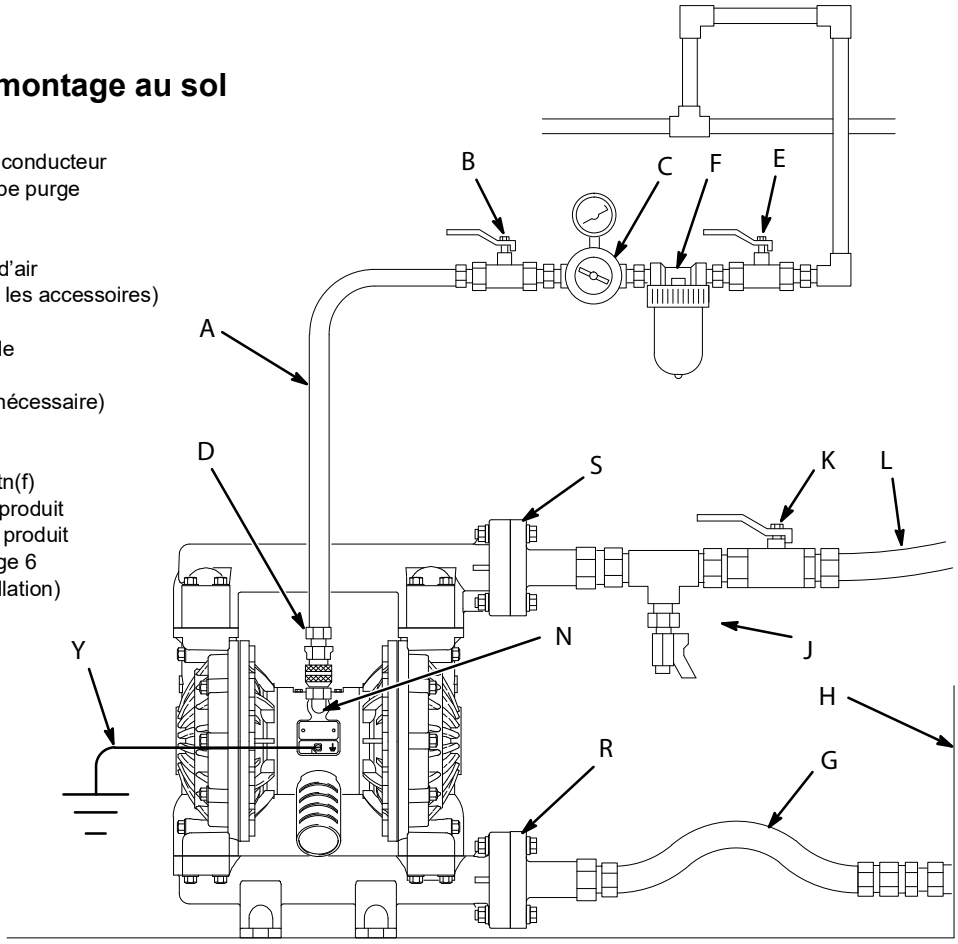

Fig. 2.
- L'installation type illustrée sur la FIG. 2 sert uniquement d'aide pour la sélection et l'installation des composants du système. Contacter son distributeur Graco pour obtenir de l'aide pour configurer un système qui répond à ses besoins.
Une vanne d'air principale de type purge (B) doit être montée sur votre système pour évacuer l'air emprisonné entre cette vanne et la pompe. Cet air emprisonné peut faire fonctionner la pompe de manière inattendue, provoquant ainsi des blessures graves, y compris des projections dans les yeux ou sur la peau, des blessures dues à des pièces en mouvement ou une intoxication due aux produits dangereux. Voir FIG. 2.
1. Installer les accessoires de la conduite d'air comme indiqué sur la FIG. 2. Attacher ces accessoires sur le mur ou un support. Vérifier que la conduite d'air qui alimentera ces accessoires soit conductrice.
a. Installer un régulateur du débit d'air (C) et un manomètre pour contrôler la pression du liquide. La pression de sortie produit sera la même que le réglage du régulateur de débit d'air.
b. Placer une vanne d'air principale de type purge (B) à proximité de la pompe et l'utiliser pour évacuer l'air emprisonné. Voir l'**AVERTISSEMENT** à gauche. Placer l'autre vanne d'air principale (E) en amont de tous les accessoires de la conduite d'air et l'utiliser pour les isoler pendant le nettoyage et les réparations.
c. Le filtre (F) sur la conduite d'air élimine les poussières nuisibles et l'humidité de l'alimentation en air comprimé.
2. Installer un tuyau d'air souple et conducteur entre les accessoires et l'entrée d'air (N) (1/2 ptn(f)) de la pompe. Voir FIG. 2. Utiliser un tuyau d'air avec un diamètre intérieur d'au moins 13 mm (1/2 po.).
3. Visser un manchon de raccordement rapide (D) pour conduite d'air sur l'extrémité du tuyau d'air (A) ; veiller à ce que les orifices du manchon de raccordement soient suffisamment assez grands pour ne pas réduire le débit d'air, sinon la pompe fonctionnera moins efficacement. Visser solidement le raccord produit dans la sortie de la pompe. Ne pas brancher le manchon de raccordement (D) sur le raccord avant que la pompe soit prête pour être mise en marche.
LÉGENDE POUR LA FIG. 2
Une vanne de vidange de produit (J) est nécessaire pour relâcher la pression dans le tuyau quand il est bouché. La vanne de vidange diminue le risque de blessure grave, y compris de projections dans les yeux ou sur la peau, ou d'intoxication par des produits dangereux lors de la décompression. Installer la vanne tout près de la sortie produit de la pompe. Voir FIG. 2.
2. La sortie produit de la pompe (S) est munie d'une bride à face surélevée de 38 mm (1-1/2 po.). Voir **Raccords à bride** à la page 9.
3. Installer une vanne de vidange de produit (J) près de la sortie produit. Voir l'**AVERTISSEMENT** ci-dessus.
4. Installer une vanne d'arrêt (K) sur la conduite de sortie du produit.